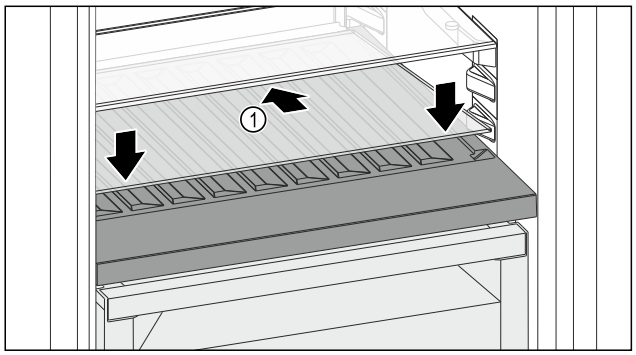

Fig. 158
▶ Place the glass shelf *Fig. 158 (1)* at an angle, sloping it downwards and backwards.
▶ Lower the glass shelf *Fig. 158 (1)* at the front.